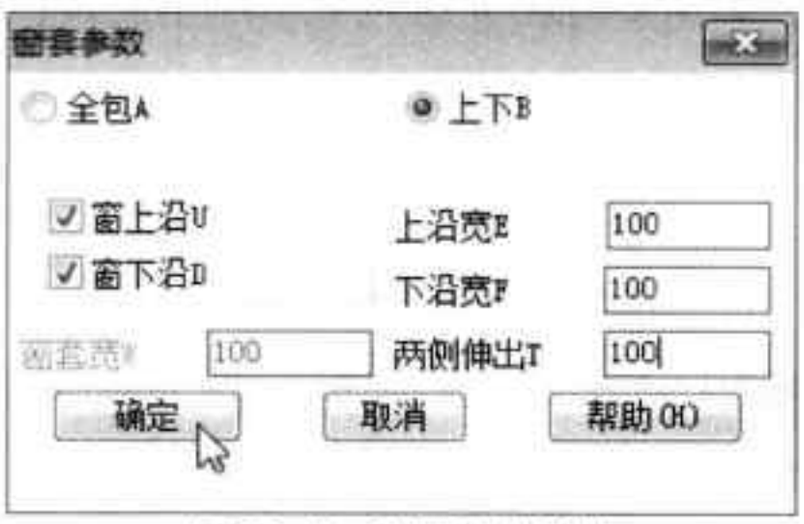

图18-44 设置窗套参数
Step 02 在打开的“窗套参数”对话框中，对该窗套的参数值进行设置，结果如图 18-44 所示。